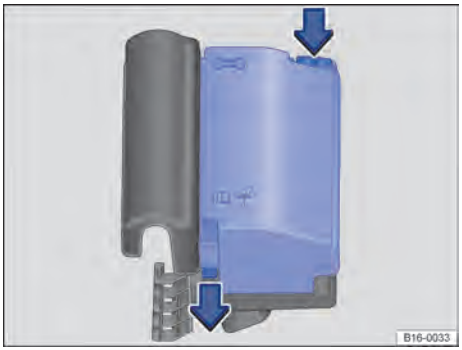

Fig. 171 No compartimento do motor: cobertura da caixa de fusíveis.
- Pressionar os botões de travamento no sentido da seta ⇒ Fig. 171 para destravar a cobertura da caixa de fusíveis.